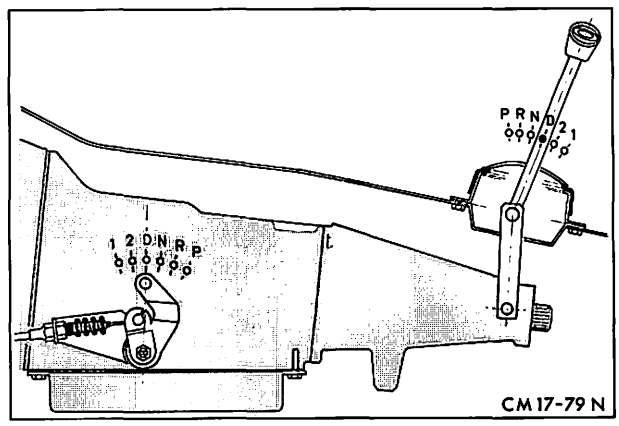

Abb. 126 Handwählhebel und Wählhebel – Getriebe in Schaltposition „D"
3. Schalthebel am Getriebe in Position „D" schwenken. (Zwei Rasten vom vorderen Anschlag nach hinten.) Abb. 126.
4. Wählhebel in Position „D" legen. Während des Einstellvorganges an der Schaltstange soll gewährleistet sein, daß der Sperrzapfen des Wählhebels spielfrei an der „D"-Schulter der Raste im Wählhebelgehäuse anliegt, Abb. 126.